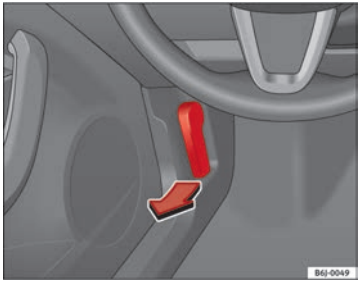

Fig. 122 Bonnet opening lever
– To release the bonnet, pull the lever under the dash panel ⇒ fig. 122 in the direction indicated (arrow). The bonnet will be released by a spring action ⇒ ⚠.